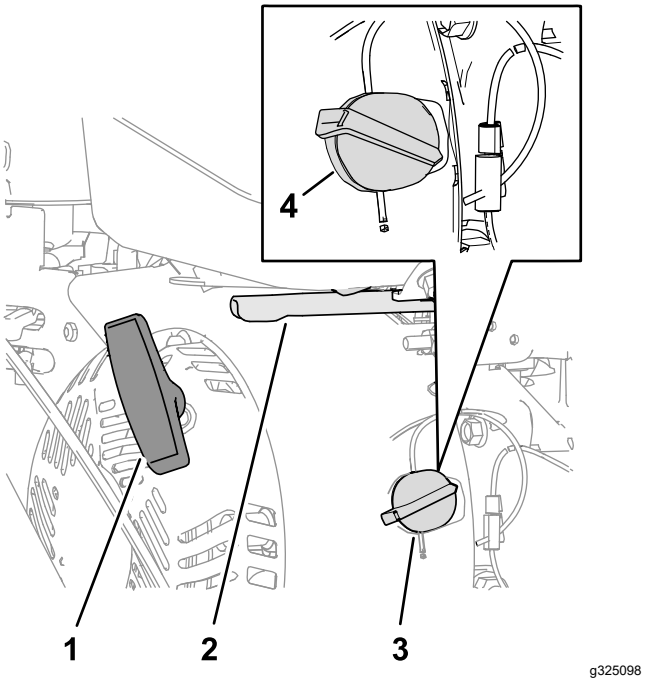

Figur 12
1. På højre side af motoren – drej motorens tændingskontakt med uret til positionen ON (Til) (Figur 12).
3. Placer gashåndtaget midtvejs mellem positionerne SLOW (langsom) og FAST (hurtig) i motorens bageste højre side (Figur 12).
4. Træk langsomt i startsnorens håndtag, indtil du mærker modstand, og stop derefter (Figur 12).
2. Placer gashåndtaget midtvejs mellem SLOW (langsom) og FAST (hurtig) (Figur 12).
3. Lad motoren køre i mindst 15 sekunder, og drej derefter motorens tændingskontakt til positionen OFF (Fra) for at standse motoren (Figur 12).